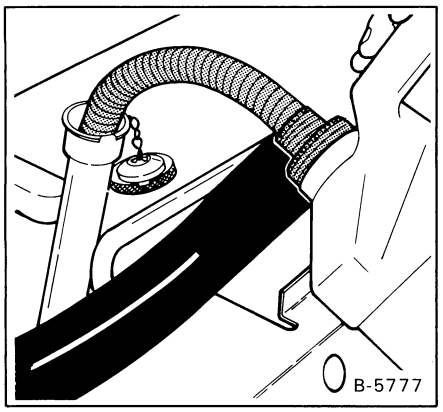

Fig. 1—21 Engine Oil Fill
(7) Start the engine let it run for several minutes. Stop the engine and check the oil level (Fig. 1—18). Add oil if the level is not at the top mark on the dipstick.